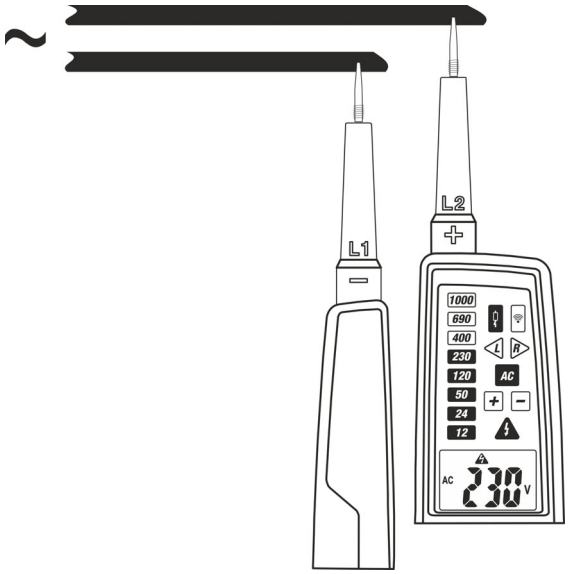

Fig. 6: Medição da Tensão CA com baixa impedância
2. Ligar as ponteiras **L1** e **L2** à fonte em teste (ver Fig. 6). A medição é efetuada **apenas com contacto das ponteiras na parte metálica dos condutores**